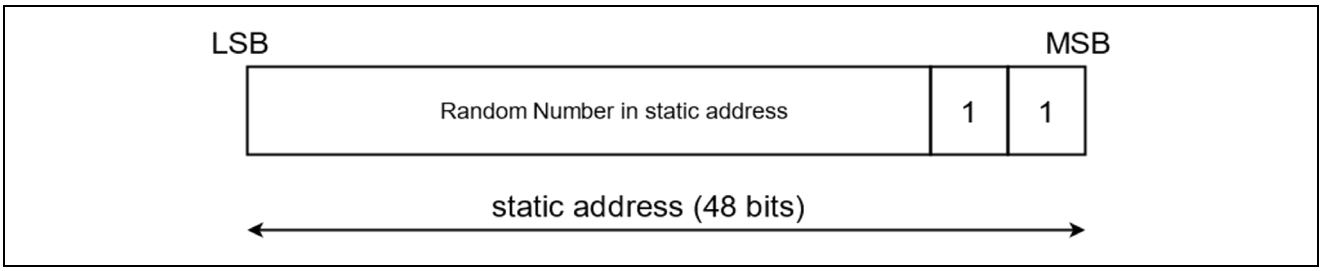

図 5.17 スタティックアドレスのフォーマット
(1)－(3)の BD アドレスの設定では BD アドレスのフォーマットチェックを行わないため、スタティックアドレスを設定する場合は、図 5.17 のフォーマットに合う値を設定してください。